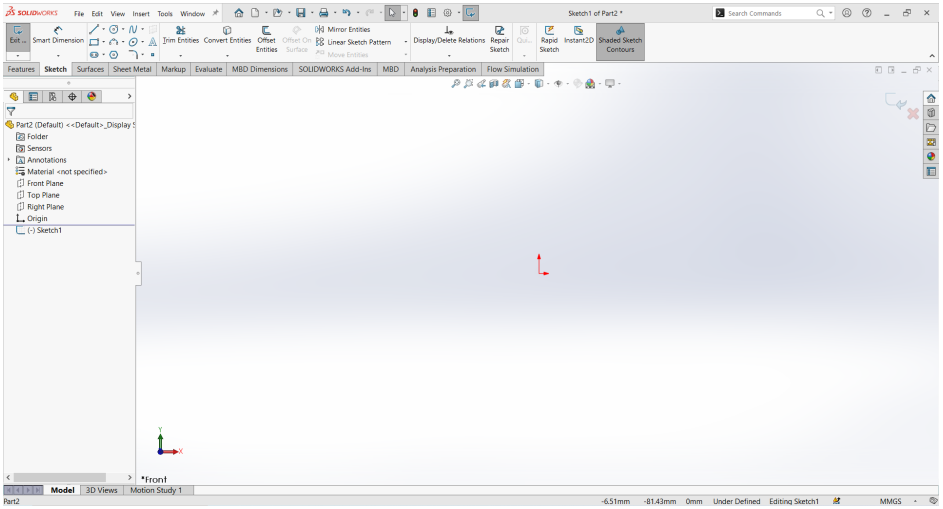

Figure 2-63 *Screen display in the sketching environment*
5. Select the **Front Plane** from the drawing area; the sketching environment is invoked and the plane gets oriented normal to the view. You will notice that red colored arrows are displayed at the center of the screen indicating that you are in the sketching environment. Also, the confirmation corner with the **Exit Sketch** and **Cancel** options is displayed on the upper right corner in the graphics area. The screen display in the sketching environment of SOLIDWORKS 2024 is shown in Figure 2-63.